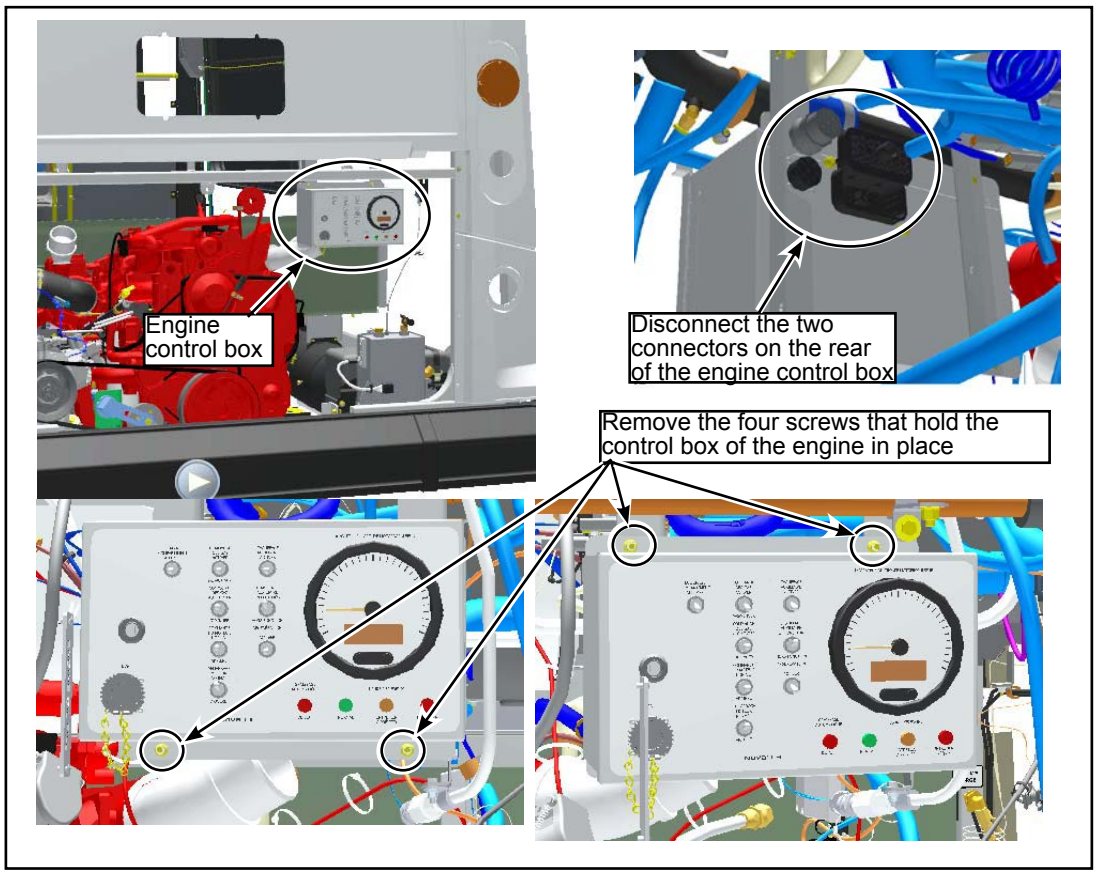

Figure 3 - Remove Engine Control Box
1.4. Open the rear engine door to remove the engine control box. Disconnect both connectors on the rear of the engine control box and remove the four screws that hold the engine control box in place (see Figure 3).